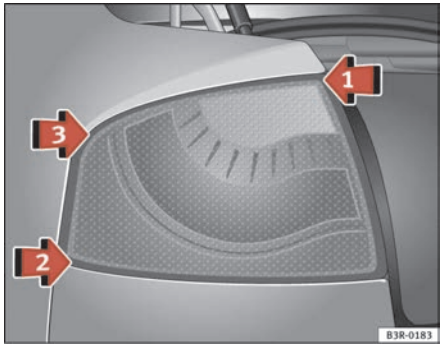
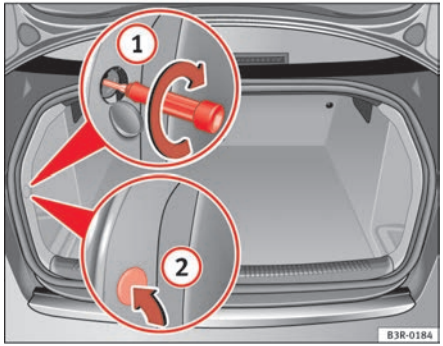

Fig. 212 Fitting the rear light unit
Fig. 213 Luggage compartment: Location of the bolt securing the rear light unit
- First place the rear light unit in ⇒ fig. 212 arrow (1) in the housing.
- Gently press the rear light unit against the housing, first in position (2) and then in position (3), until that the clips engage firmly in the rubber mountings.
- Apply gentle pressure on the front side of the rear light unit and secure using the screwdriver from the luggage compartment ⇒ fig. 213 (1).
- Replace the cover (2) in the interior trim.